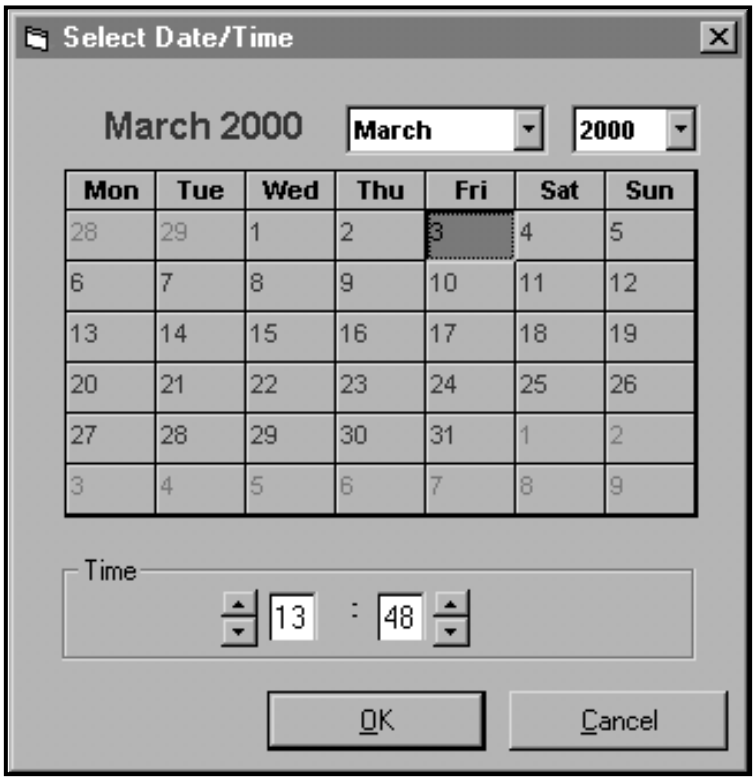

Figure 26: Time and Date Selection Window
- click on the [Set] option button to open the dialog box shown in *Figure 26*. Set the desired date and time as indicated, and click on the [OK] option button.